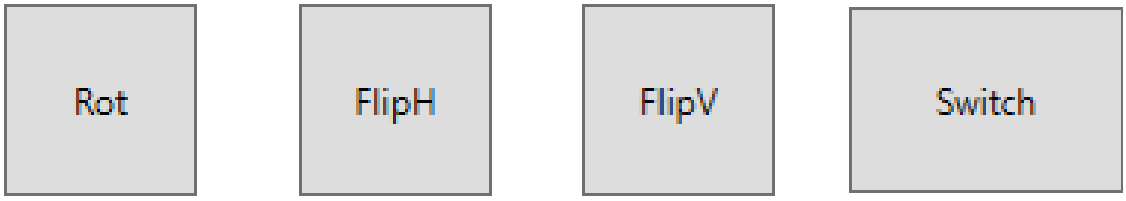

Figura 7-8 Botones de movimiento.
El procesado de la película, o su segmentación y alineación, se hace de manera automática en segundo plano. Los bordes anterior (A) y superior/izquierdo (S/L) deberán alinearse. Si no es así, habrá varias opciones de movimiento tanto para la película A/L como A/S que permitirán al usuario alinearlas (consulte la figura 7-8).